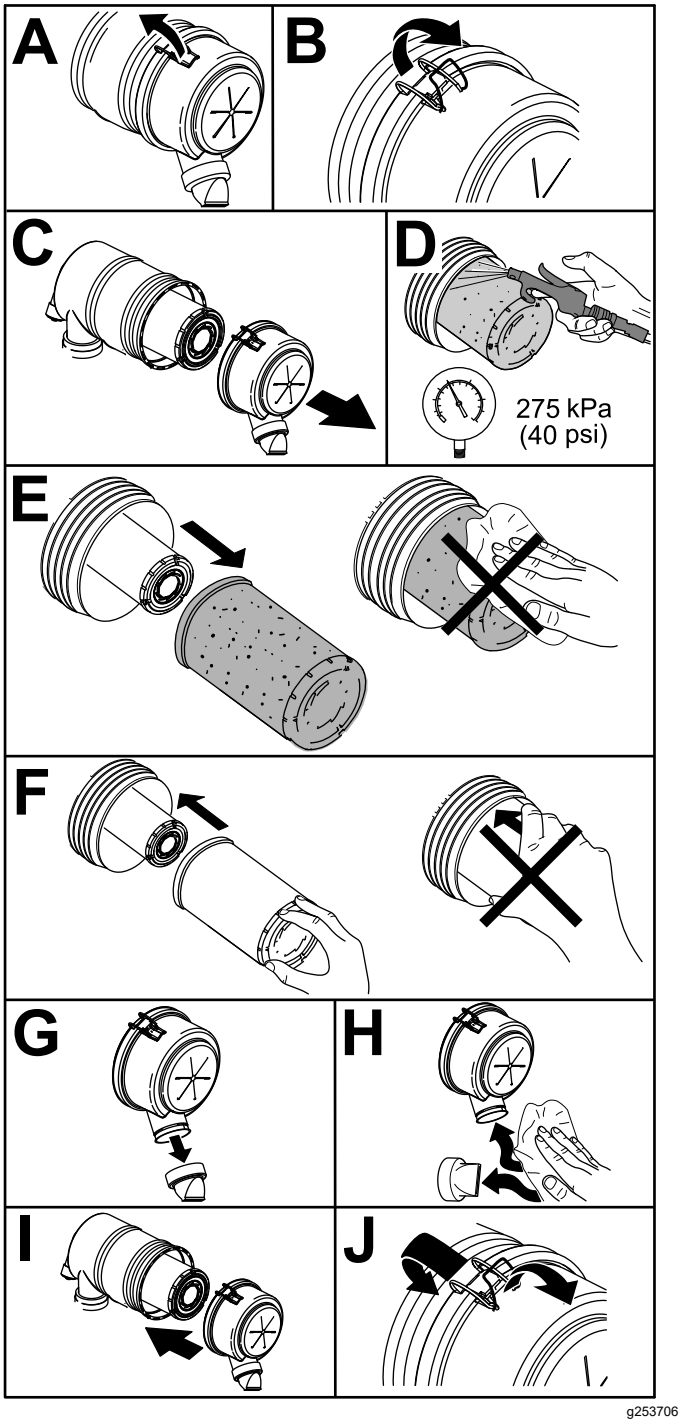

Figura 56
1. Cambie el elemento del filtro de aire (Figura 56).